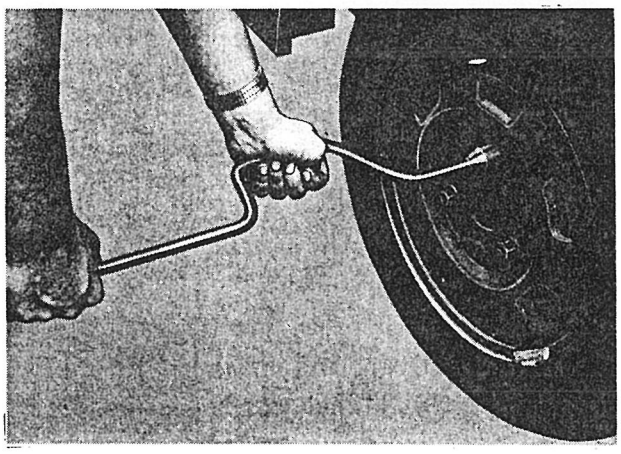

Afb. 3.10.1. Losdraaien van de wielmoeren
d. Draai de wielmoeren met behulp van de wielmoersleutel een kwartslag los (zie afb. 3.10.1.).